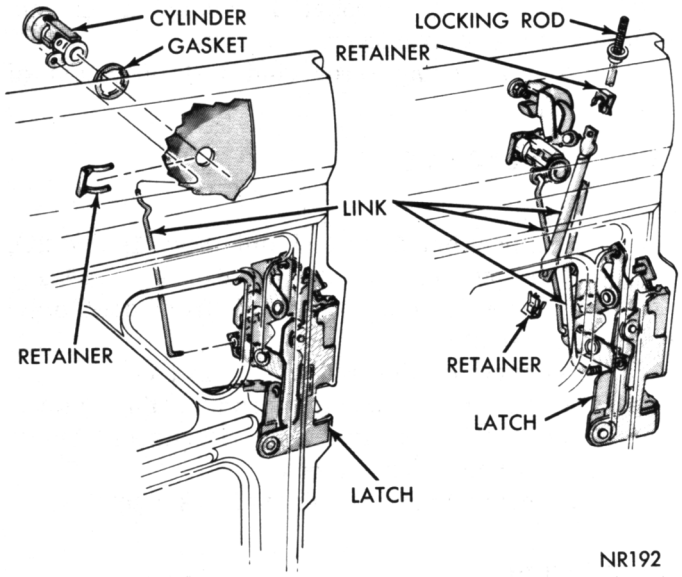

Fig. 21—Door Lock Cylinder
(1) With window in the up position, disconnect cylinder link (Fig. 21) from clip on lock lever **(4 door only)** and from cylinder.
(2) On **2 door models** disconnect lock link from clip on lock lever, remove link control bracket mounting screws and remove cylinder link from cylinder.